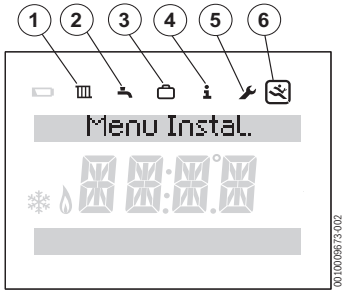

Fig. 13 Affichage du menu installateur
- ▶ Appuyer sur les touches **menu** et ↩ pour afficher le menu principal avec le menu de service (→ fig. 13).